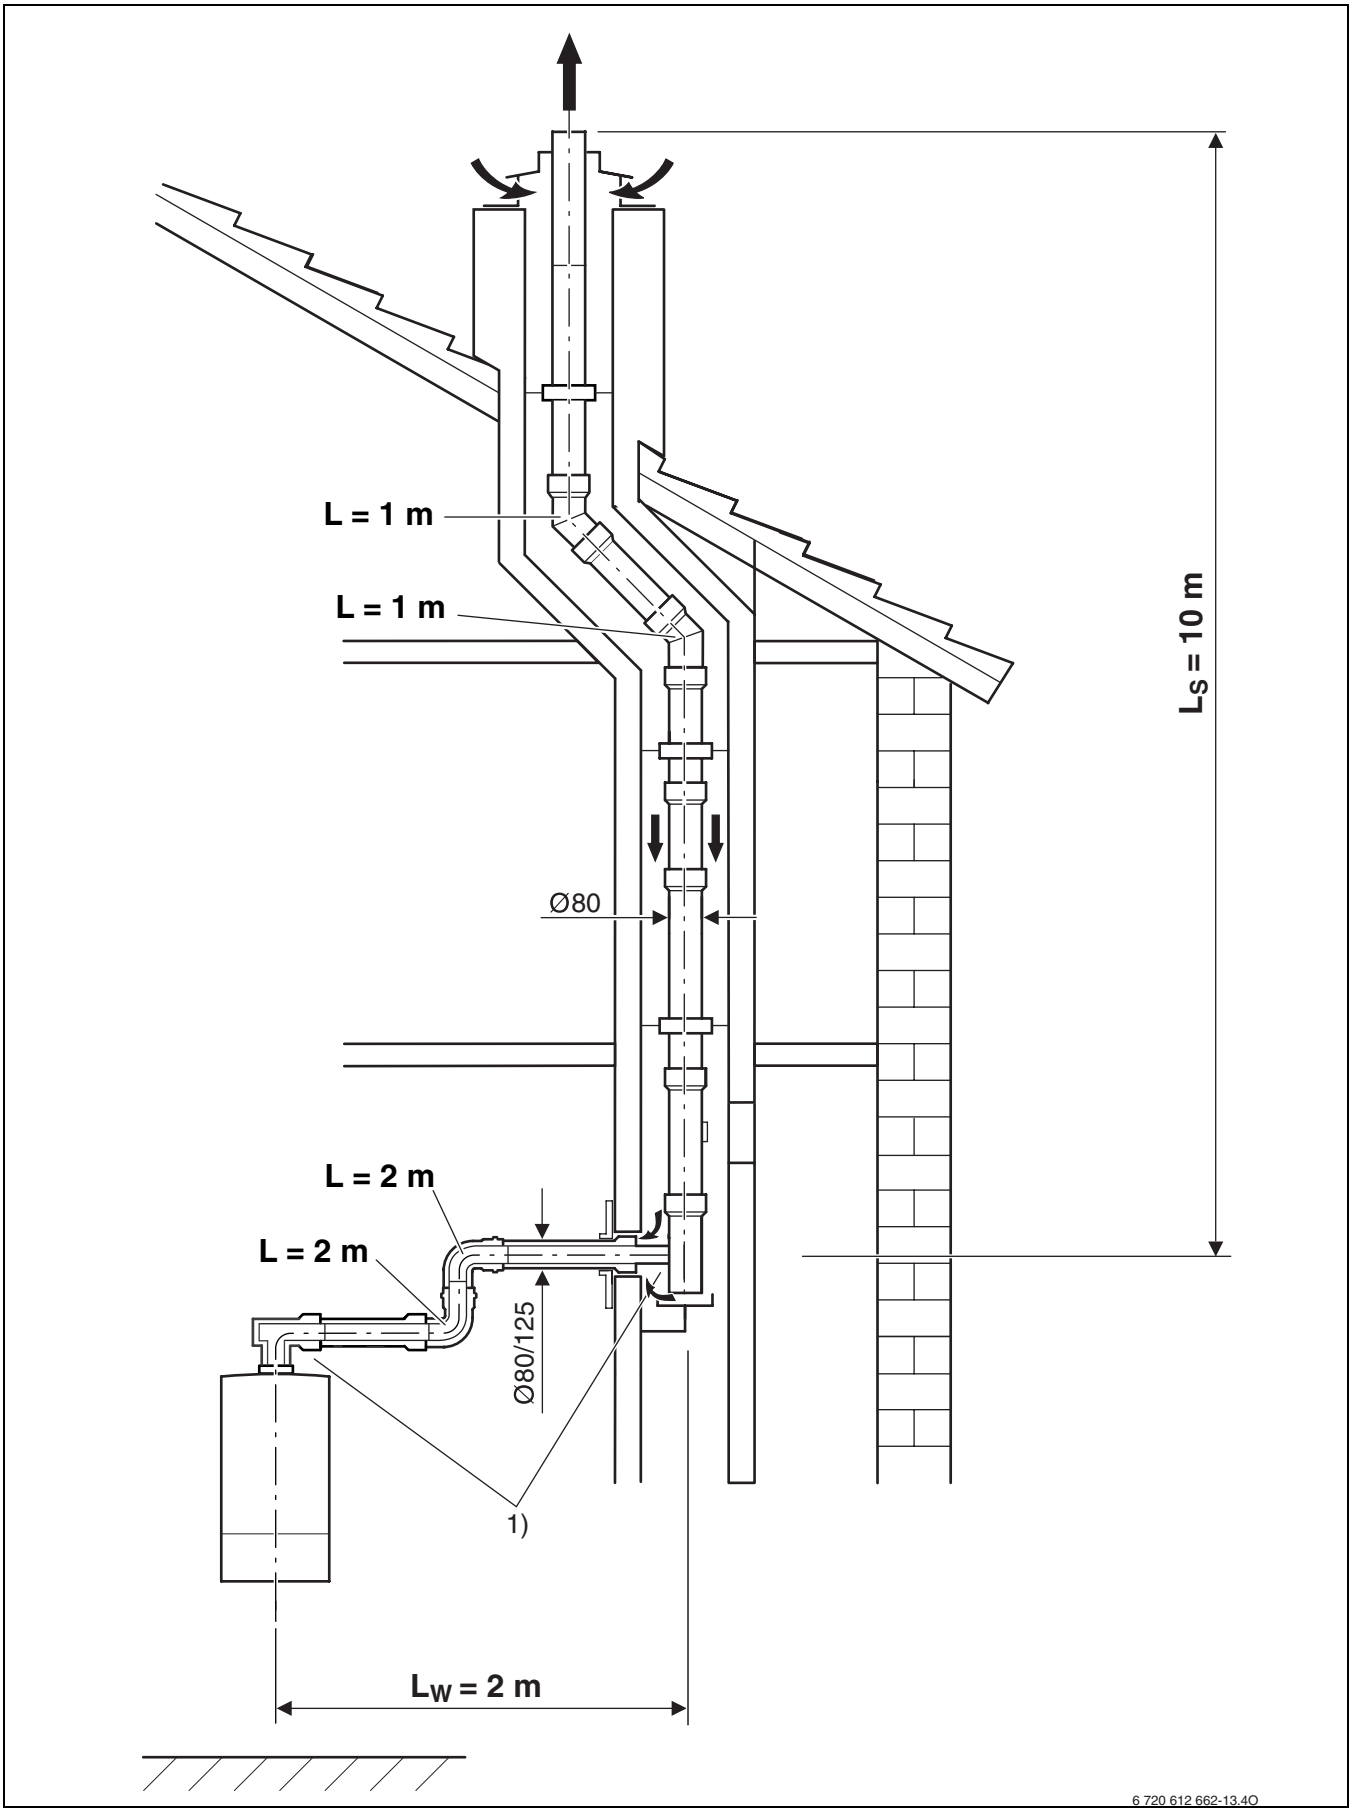

Bild 37
5.4 Exempel på beräkning av avgasrörlängd (bild 37)